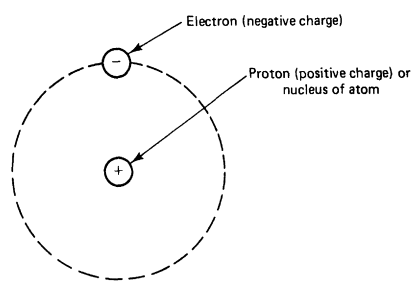
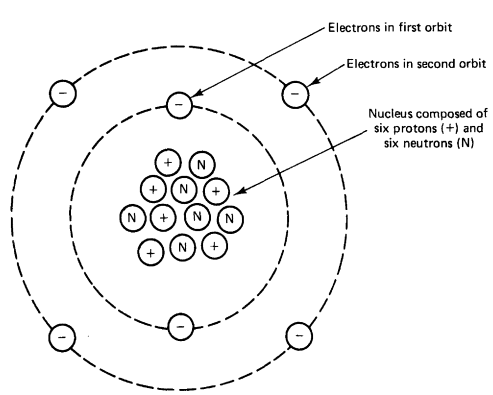

FIGURE 1-5 Structure of a hydrogen atom.
FIGURE 1-6 Structure of a carbon atom.
The structure of the simplest atom, hydrogen, is shown in Fig. 1-5. The hydrogen atom has a center called a *nucleus,* which has one proton. A proton is a particle said to have a positive (+) charge. The hydrogen atom has one electron, which orbits around the nucleus of the atom. The electron is said to have a negative (–) charge. Most atoms also have neutrons in the nucleus. A neutron has neither a positive nor a negative charge and is considered neutral. The structure of a carbon atom is shown in Fig. 1-6. A carbon atom has six protons (+), six neutrons (N), and six electrons (–). The protons and the neutrons are in the nucleus, and the electrons *orbit* around the nucleus. The carbon atom has two orbits or circular paths. The first orbit contains two electrons. The other four electrons are in the second orbit.